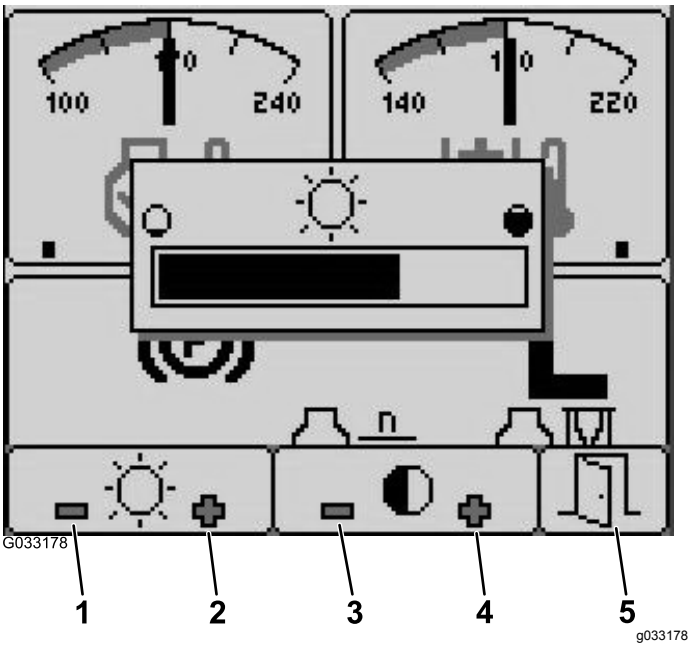

Figur 27
1. Utgå från startskärmen och tryck på knapp 5 för att komma åt popup-menyraden för ljusstyrka/kontrast (Figur 27).
2. Tryck på knapp 1 för att minska ljusstyrka, knapp 2 för att öka ljusstyrka, knapp 3 för att minska kontrast och knapp 4 för att öka kontrast (Figur 27).
3. När du har ställt in ljusstyrka/kontrast, trycker du på knapp 5 för att avsluta (Figur 27).